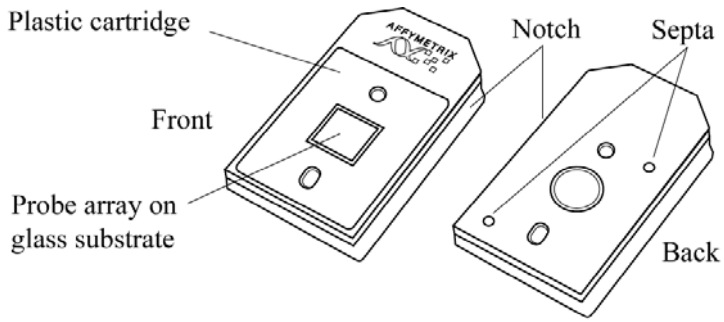

Figure 2.2.1
4. Meanwhile, wet the array by filling it through one of the septa (see Figure 2.2.1 for location of the probe array septa) with appropriate volume of 1X Hybridization Buffer using a micropipettor and appropriate tips (Table 2.2.2).